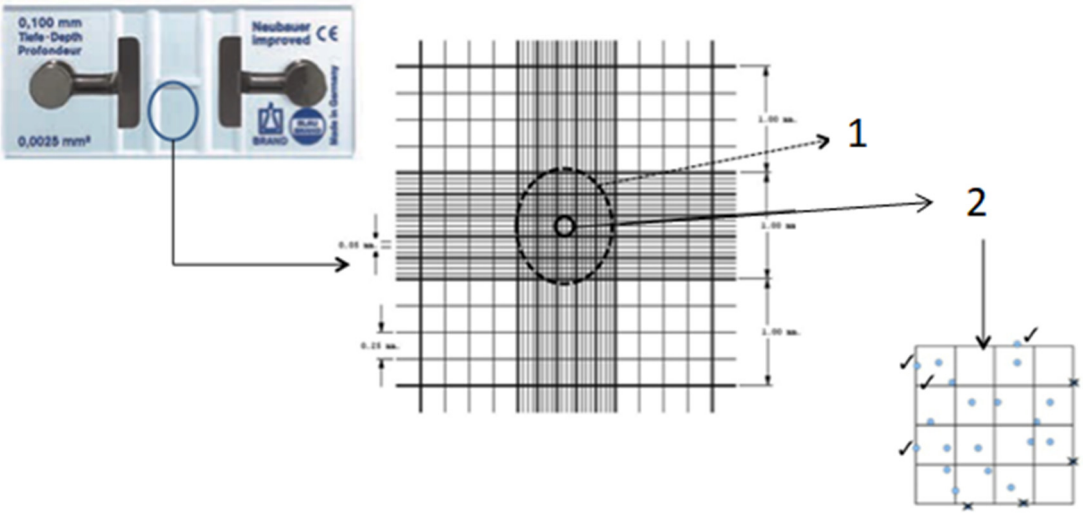

Figuur 2 - 2.3 – Algemene kenmerken van de Neubauer kamer.
5. Stel nu de vergroting in op 400×. Om de cellen duidelijk waar te nemen, kan het nodig zijn het diafragma van de condensor wat te sluiten. Tel nu het aantal bacteriën in 5 kleine cellen (elk nogmaals verdeeld in 16 kleinere vierkantjes (Figuur 2 – 2.3)
1) Voor cellen die op de rand van een vierkantje liggen: tel alleen de cellen die op de boven- en linkerrand liggen en NIET de cellen die op de rechter- en onderrand liggen. (Figuur 2 - 2.3.);